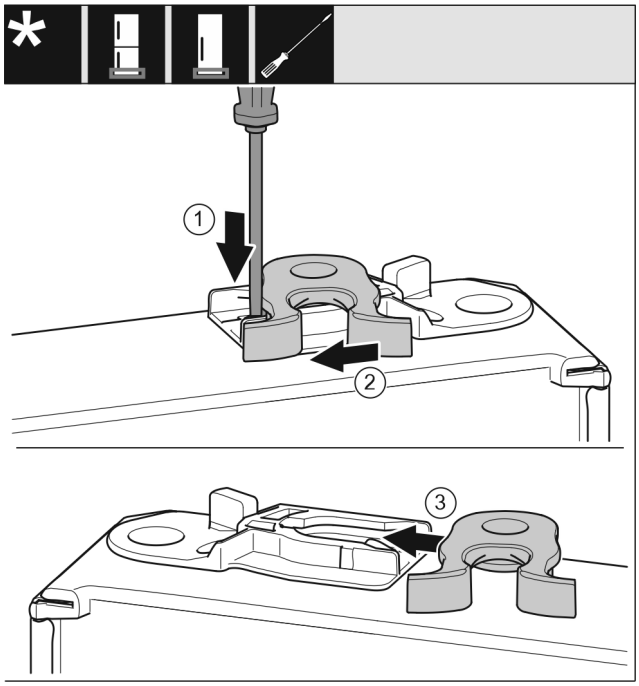

Fig. 16
▶ Нажмите шлицевой отверткой на накладку вниз. *Fig. 16 (1)*
▶ Выведите запорный крючок из направляющей. *Fig. 16 (2)*
▶ Вставьте запорный крючок в направляющую с другой стороны. *Fig. 16 (3)*